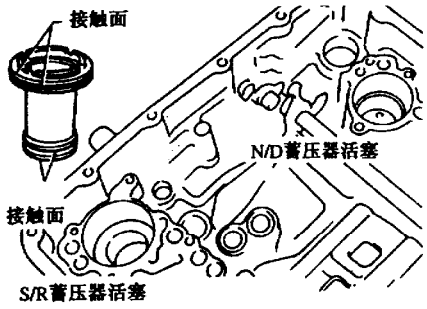

图 9－5－9　检查接触面损伤
(9) 如图 9－5－10 所示，拆下制动带伺服机构油道口的带唇密封圈，然后用卡钳取下调速器的滤油器，如图 9－5－11 所示。检查滤油器有无损坏或堵塞。
(10) 拆下节气门阀杆上的节气门拉线，拆下固定螺栓后从变速器内将节气门拉线抽出。